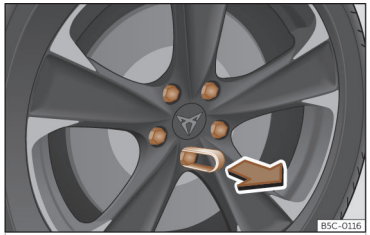

Abb. 233 Rad: Radschrauben mit Deckel.
- Schieben Sie die Kunststoffklammer (Bordwerkzeug ››› **(Abb. 203)**) so weit auf die Abdeckkappe, bis sie einrastet ››› **(Abb. 233)**.